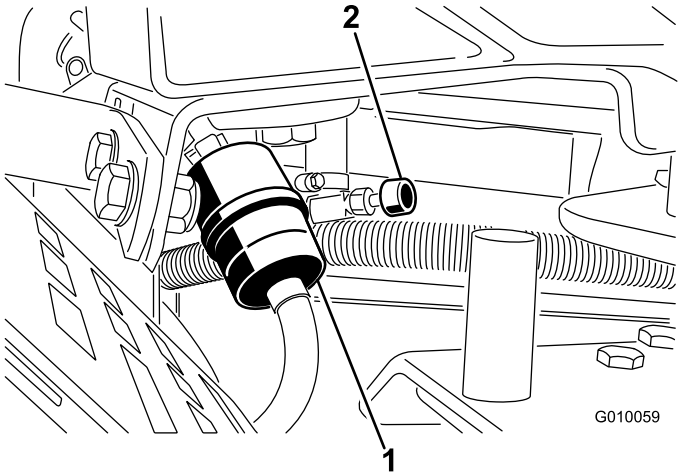

Figur 51
2. Stäng bränslekranen (Figur 51).
3. Kläm ihop ändarna på slangklämmorna och skjut bort dem från filtret (Figur 51).
5. Montera ett nytt filter och för tillbaka slangklämmorna tätt intill filtret igen (Figur 51).
7. Öppna bränslekranen (Figur 51).
3. Lossa slangklämman vid bränslefiltret och skjut den uppåt längs bränsleslangen, bort från filtret (Figur 51).
4. Dra av bränsleslangen från bränslefiltret (Figur 51). Öppna bränslekranen och låt bensinen rinna ut i en bensindunk eller ett avtappningskärl.
5. Sätt bränsleslangen på bränslefiltret. Dra tillbaka slangklämman intill filtret för att säkra bränsleslangen (Figur 51).